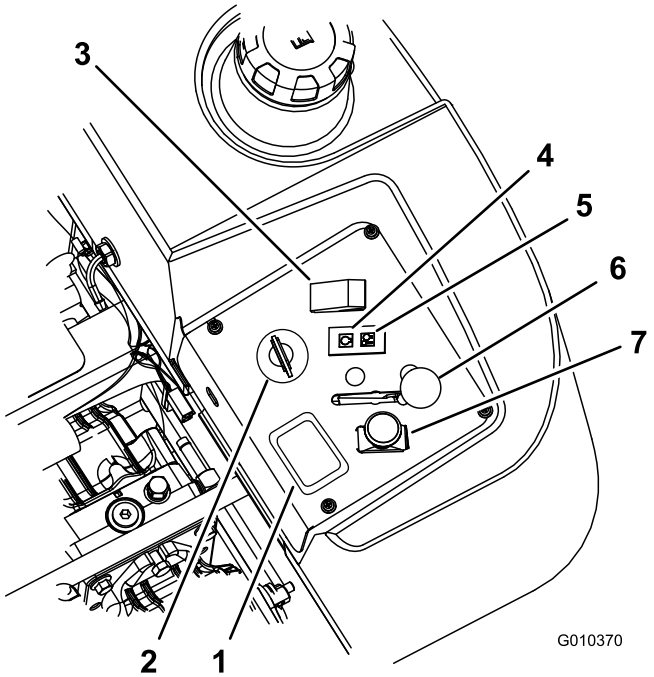

Figur 13
4. Flyt kraftudtagets kontakt til afbrudt position (Figur 13).